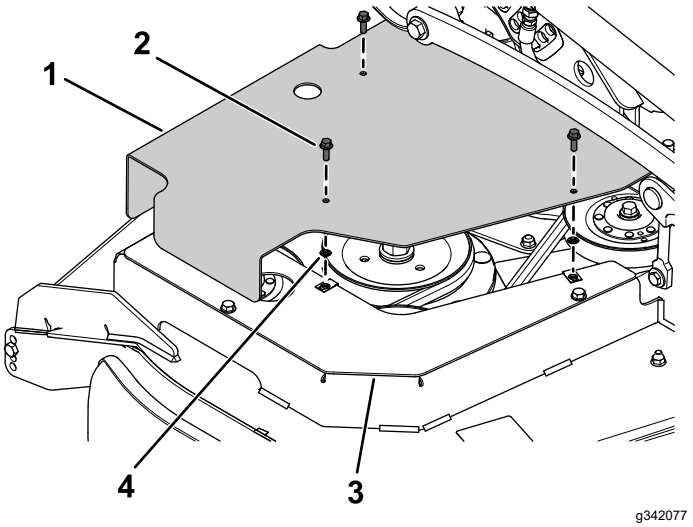

Figur 5
3. Fäst det högra remskiveskyddet på det högra remskivefästets skydd med tre flänsskruvar (¼ x ¾ tum) och tre tryckmuttrar (Figur 5).